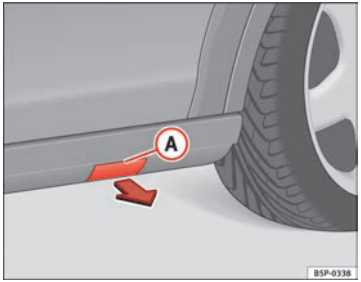

Abb. 183 Kunststoff-Trittleiste mit Deckel zur Aufnahme des Wagenhebers
– Nehmen Sie den Deckel (A) ab, damit die Aufnahmepunkte für den Wagenheber des Fahrzeugs frei sind ⇒ Abb. 183.
– Dazu ziehen Sie den Deckel in Pfeilrichtung ab ⇒ Abb. 183.